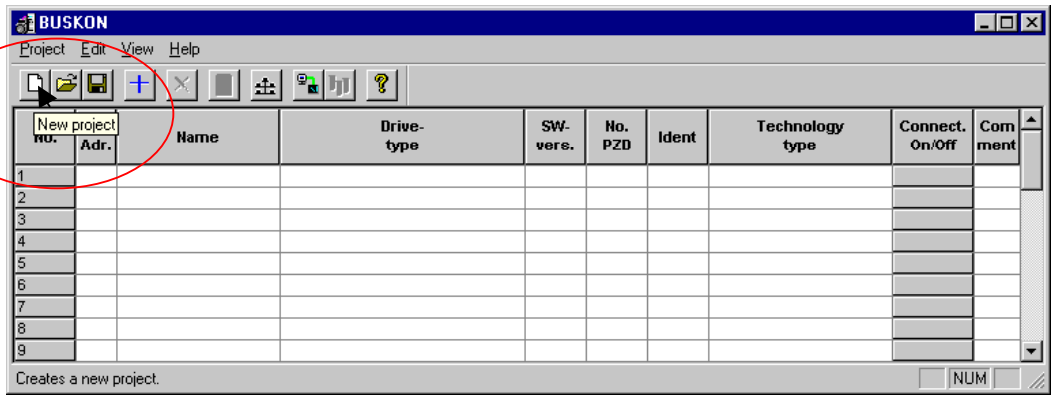

Fig. 5-8 Creating a project
- If the toolbar is being displayed, you can create a project by clicking on the button *New project* (see Fig. 5-8) or selecting the menu command *Project → New*.